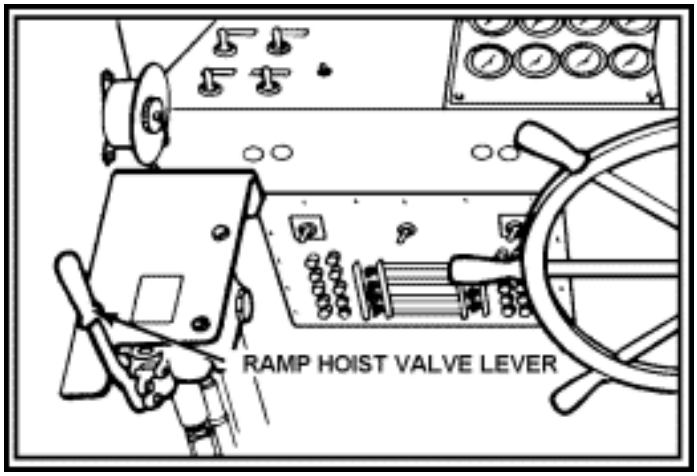

Figure 17-10. Ramp Hoist Valve Lever in Neutral Position
- **Step 2.** Put the ramp hoist control valve lever in the neutral position (Figure 17-10).